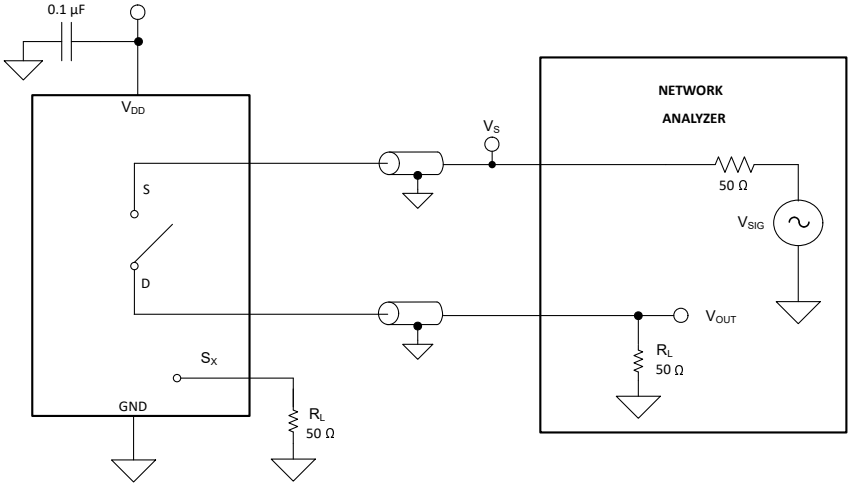

図 6-9. オフ絶縁測定時の設定
オフ絶縁は、オフチャネルのソース ピン (Sx) に信号が印加された場合に、そのデバイスのドレイン ピン (D) に現れる信号の比率として定義されます。図 6-9 に、測定を行う際の設定と、絶縁を計算するための式を示します。